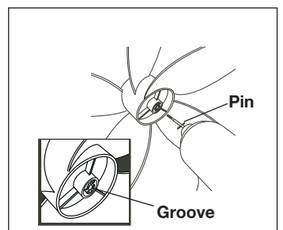

Figure 4B
3. Asiente totalmente la ***Parrilla Trasera*** y fíjela haciendo girar la ***Tuerca Plástica*** hacia la derecha. Deslice la ***Hélice*** sobre el ***Eje del Motor*** (Alinee la ranura del cubo de la hélice con la espiga del eje del motor).***(Figure 4B)***
3. Fully seat ***Rear Grill*** and secure with ***Plastic Nut*** turning Clockwise. Slide ***Blade*** onto ***Motor Shaft*** (Align groove on blade hub with pin on motor shaft). ***(Figure 4B)***